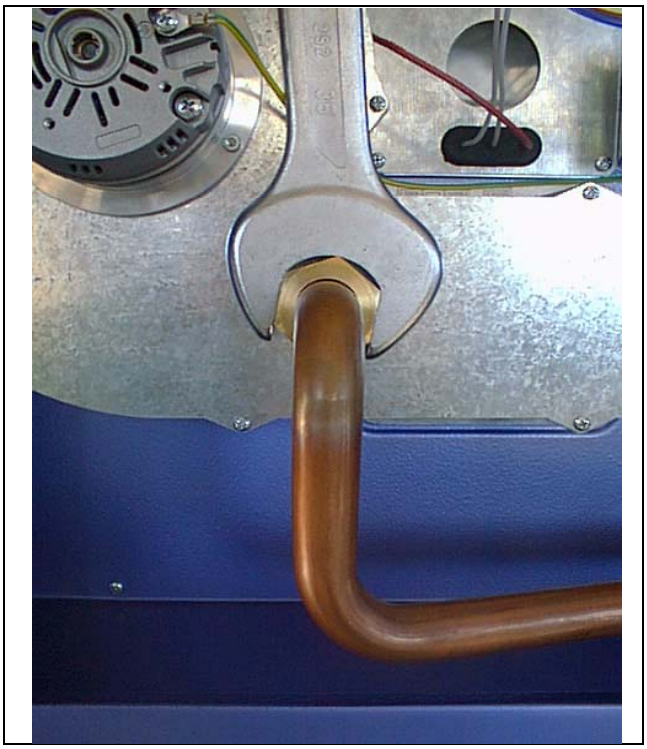

FIGURA 21 – TUBO ADDUZIONE GAS
B) Svitare la ghiera esagonale che collega il tubo gas al raccordo portaugello (vedi FIGURA 21). **Fare attenzione a non perdere o danneggiare la guarnizione tonda interna.**